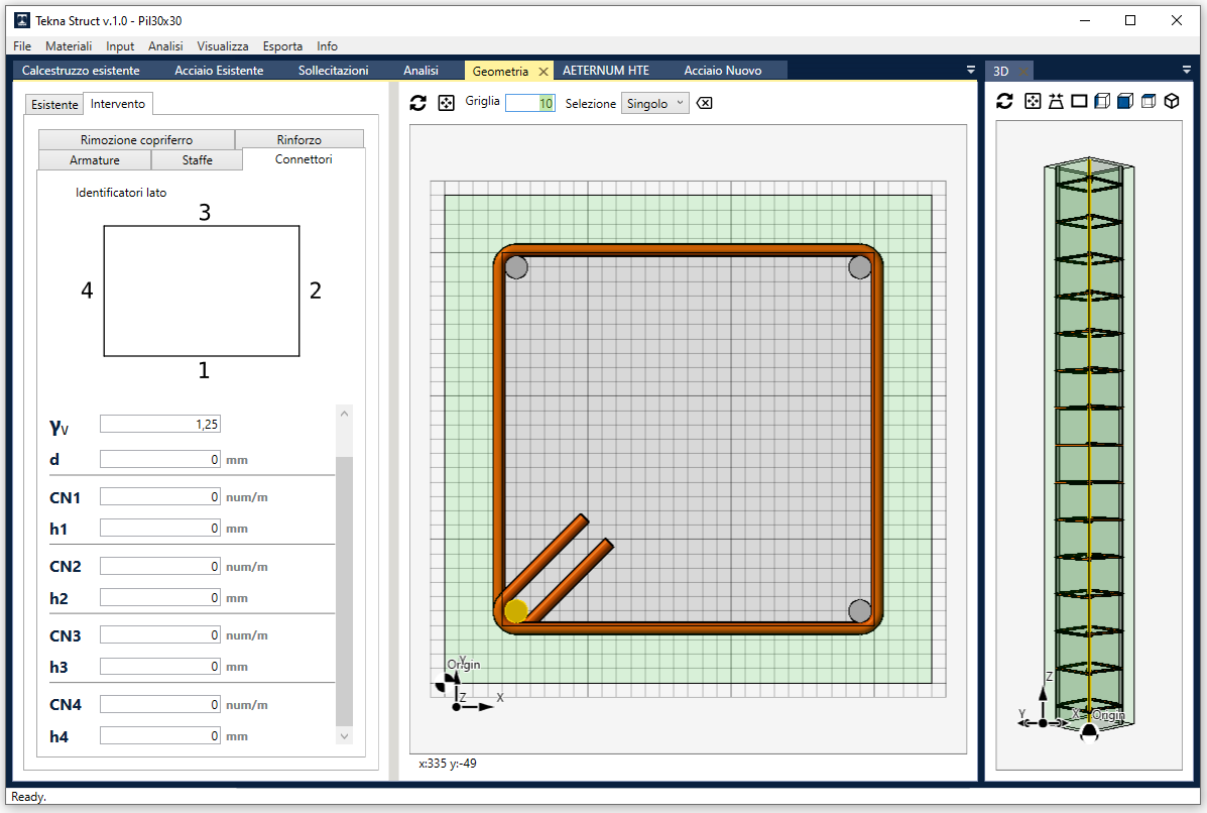

Fig. 19 – Menu Connettori
- l'inserimento di eventuali connettori per tutti i lati della sezione considerata (vedi Par. 3.5): l'utente deve specificare il diametro d dei connettori e può eventualmente modificare il coefficiente di sicurezza parziale γ_V. Inoltre vanno specificati il numero di connettori al metro e l'altezza dei connettori (riferita alla superficie di calcestruzzo esistente) per ciascun lato della sezione. La resistenza dei connettori verrà calcolata in accordo con quanto specificato nel Par. 4.3.4.3.1.2 del DM 17/01/2018. In ciascun lato, detto R lo spessore della relativa camicia, il programma non permette di inserire connettori con altezza h maggiore di R – 10 mm (Fig. 19);